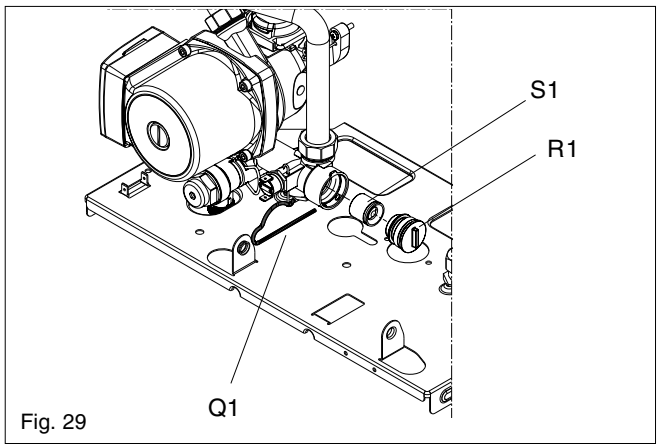

Fig. 29
6.17 AUTOMATIC BY-PASS (fig. 29)